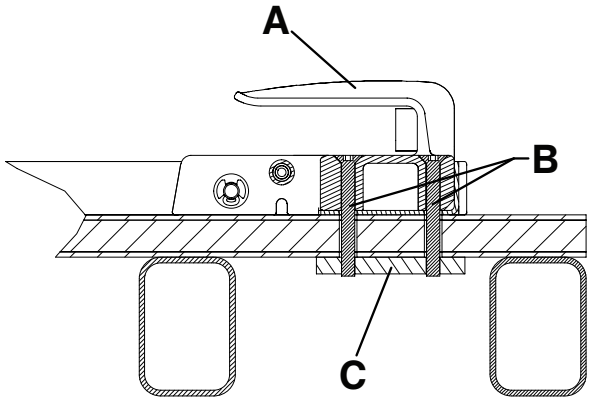
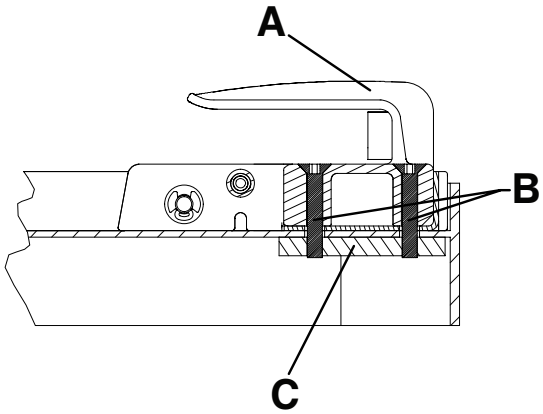

Figur 9 – Golvfäste huvudände – vy 4A
Figur 10 – Bordfäste huvudände – vy 4B
- En fästplatta av stål (C) (eller motsvarande) krävs för extra stöd (medföljer ej) (Figur 9 eller Figur 10).